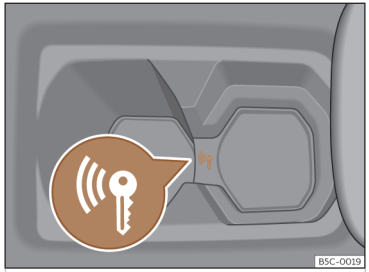

Abb. 112 In der Mittelkonsole: Notstart.
- Unmittelbar nach Drücken des Starterknopfes legen Sie den Schlüssel in den Getränkehalter in der Mittelkonsole ››› **(Abb. 112)** so nah wie möglich am Logo *Kessy*.